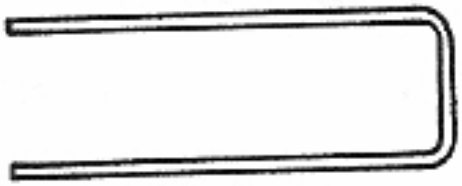

Rys. 4. Zszywka do pistoletów pneumatycznych [6, s. 157]
- punktowe typu sworzniowego takie jak: gwoździe, wkręty, śruby, sworznie (rys.3a, b, c, d), klamry ciesielskie, zszywki (rys.4), kołki,